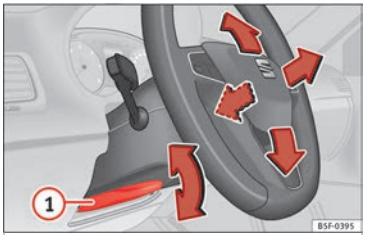

Fig. 18 Lever in the lower left side of the steering column.
- Adjusting the position of the steering wheel: Pull the ›› **Fig. 18** (1) lever down, move the steering wheel to the desired position and lift the lever back up until it locks.